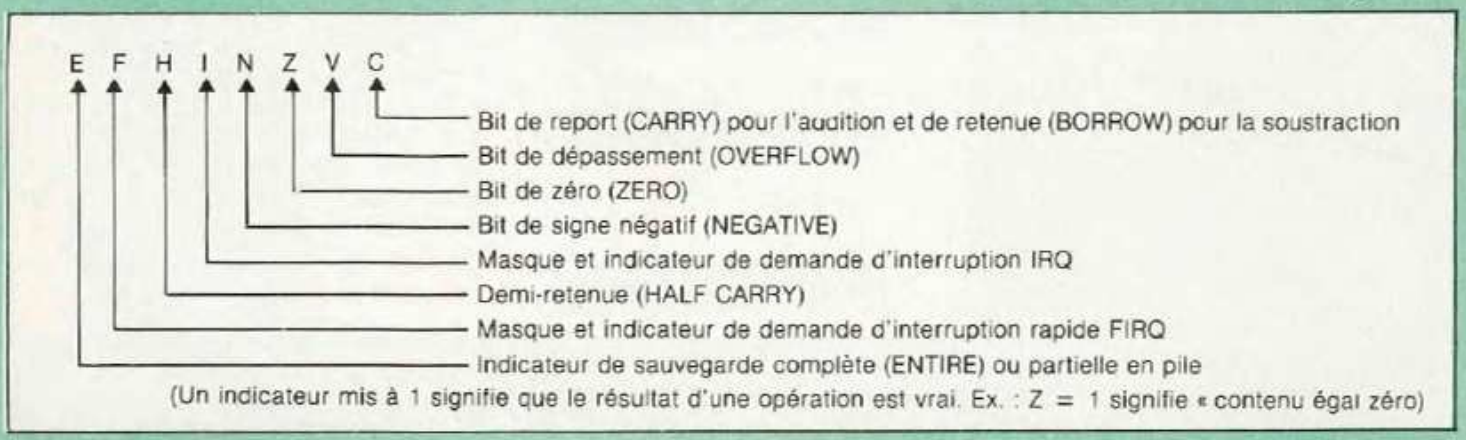

Fig. 6 : Registre CCR (indicateurs d'état).
1. Comme mentionné en début de l'article, il existe dans l'unité centrale des bascules-indicateurs, nous donnant des renseignements sur le résultat d'opérations. Ces bascules sont rassemblées dans un registre CCR (« Code Condition Register »), appelé aussi « registre d'état et des indicateurs d'états » et décrit en figure 6.